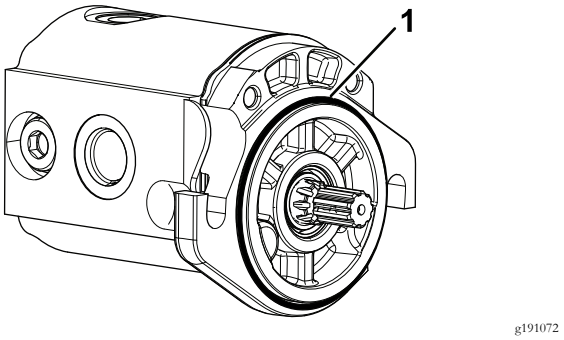

Figura 7
5. Instale la junta tórica en el motor del molinete (Figura 7).